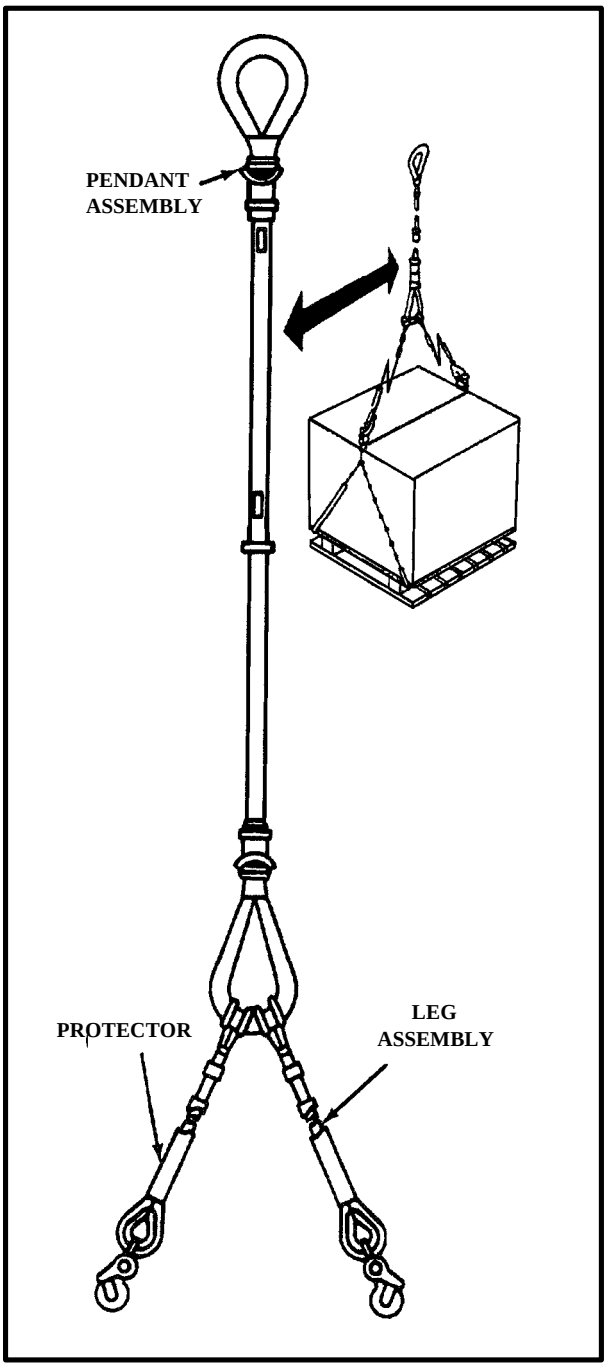

*Figure 9-6. Hoisting Sling Mk 128 Mod O*
**f. Hoisting Sling Mkl28 Mod 0.** This sling consists of two parts: the pendant and the legs (two per unit). The pendant has a spliced eye at each end and a stiffening tube to allow for extended hookup (Figure 9-6). One eye attaches to the cargo hook. The other eye is for attachment of the leg assembly. The legs, color-coded green, have a spliced eye at one end and a hook at the other end. The legs are fastened to the eye of the pendant with a choker hitch. The entire assembly with one or more legs is rated at 4,000 pounds.